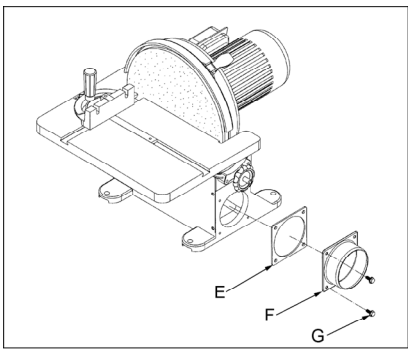

Fig 3
Montieren Sie die Dichtung (E, Fig 3) und den Absaugstutzen (F) mit 4 Sechskantschrauben M6x 16 (G).